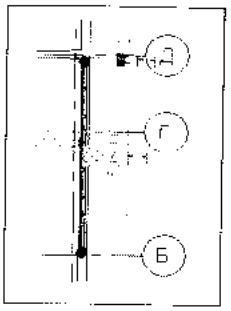

Рис. 21.18. *Вставка навесной стены на первом этаже с восточной стороны*
5. Выделить навесную стену и, выбрав на ленте **Modify Walls** команду **Move**, сдвинуть эту стену на 210 мм вниз (рис. 21.18).